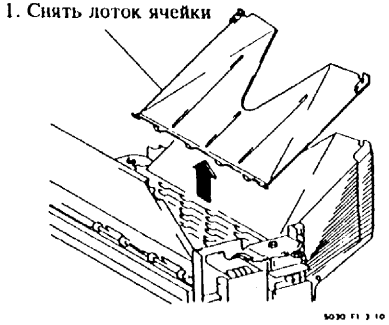

Рис. 6. Снятие лотка ячейки
11. (Рис. 6): Снять лоток ячейки.